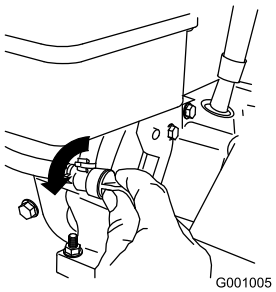

Bild 25
3. Drehen Sie den Kraftstoffhahn nach links, um ihn zu öffnen (Bild 25).